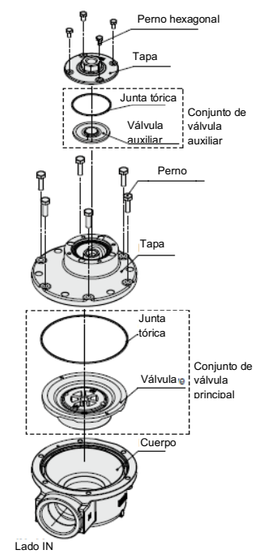

Fig. 2
- Afloje los pernos hexagonales y retire la tapa, la junta tórica y la válvula principal (válvula auxiliar). Ver fig. 2
- Monte la tapa en el cuerpo (conforme a la Fig. 2).